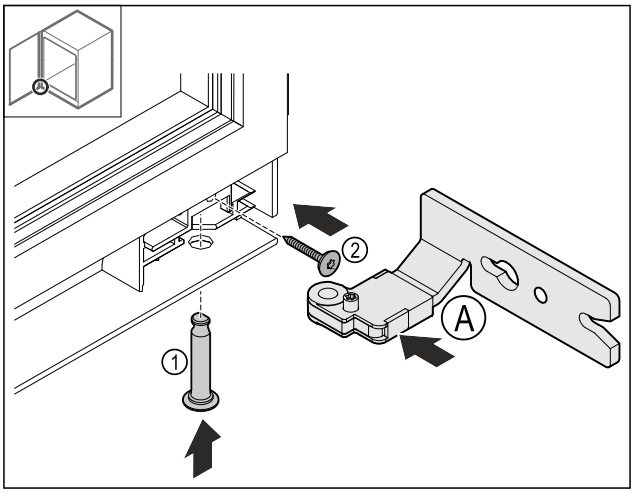

Fig. 29
▶ Unteres Scharnier *Fig. 29 (A)* einsetzen.
▶ Bolzen *Fig. 29 (1)* einstecken und festhalten.
▶ Schraube *Fig. 29 (2)* festdrehen.